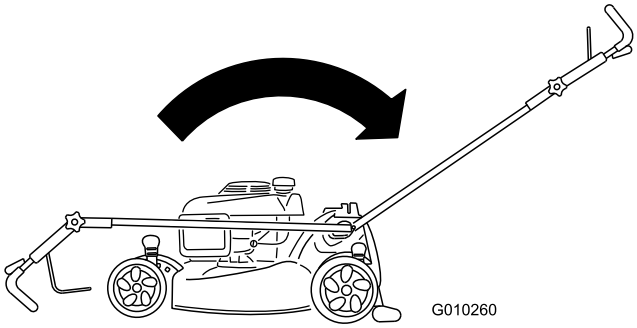

Figur 3
1. För handtaget bakåt och håll det övre handtaget på plats (Figur 3).